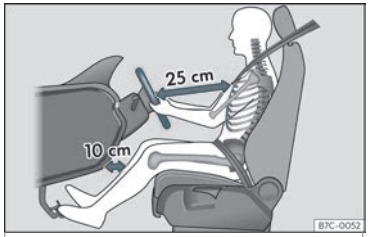

Abb. 2 Der richtige Abstand des Fahrers zum Lenkrad muss mindestens 25 cm (10 inch) betragen.
• Lenkrad so einstellen, dass der Abstand zwischen Lenkrad und Brustbein mindestens 25 cm (10 Zoll) beträgt››› **Abb. 2** und das Lenkrad mit beiden Händen und leicht gebeugten Armen seitlich am äußeren Rand festgehalten werden kann.
• Fahrersitz in Längsrichtung so einstellen, dass die Pedale mit leicht angewinkelten Beinen durchgetreten werden können und der Abstand zur Instrumententafel im Kniebereich mindestens 10 cm (4 Zoll) beträgt ››› **Abb. 2**.